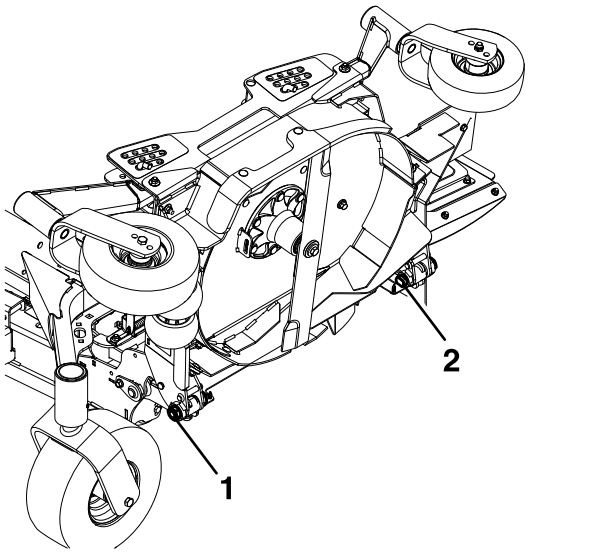

Figure 37
17. Remove and retain the lower pivot point bolts (reference Figure 37 and Figure 40).